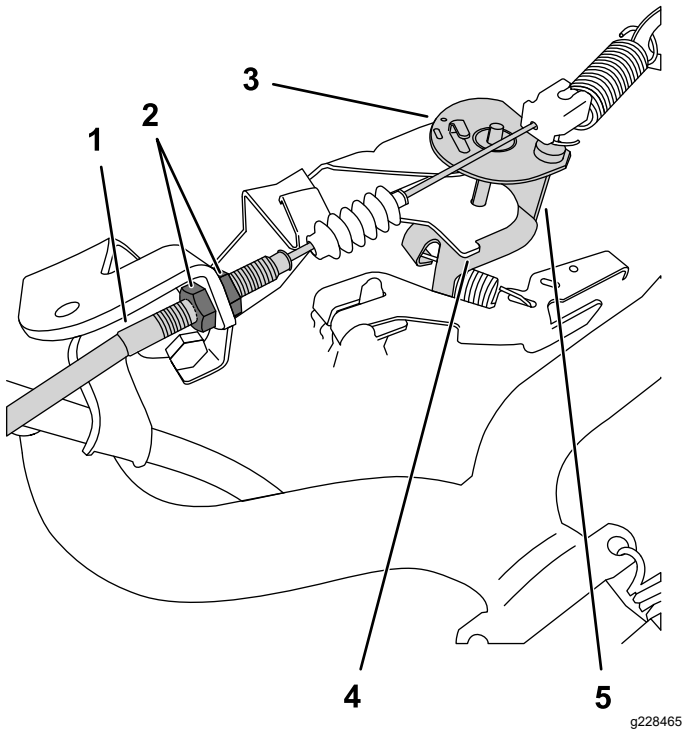

Figura 39
3. En el cable del acelerador, afloje la contratuerca delantera y apriete la contratuerca trasera para aumentar el ralentí bajo (Figura 39).